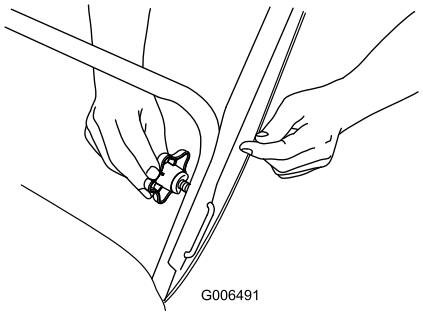

图5
2. 将“U”型手柄锁的一端插入手柄的开孔，然后拧动手柄旋钮，直至拧紧（图5）。